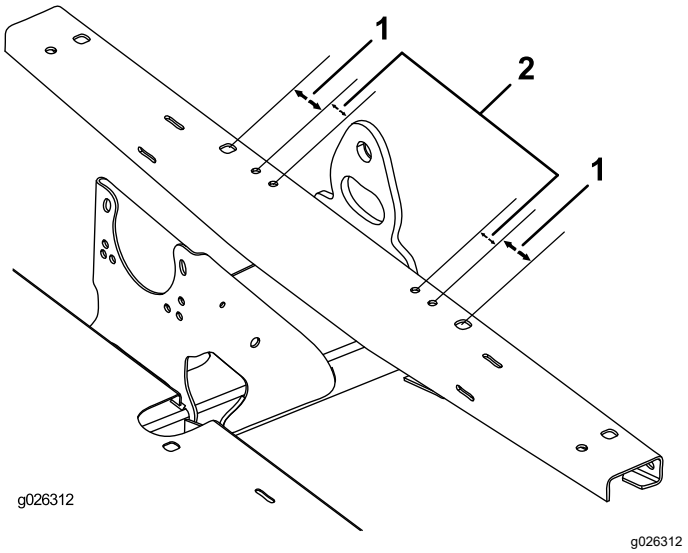

Figuur 8
3. Maak gebruik van de afmetingen die worden getoond in Figuur 8 en markeer en boor 4 openingen (9,5 mm) in de bovenkant van het framekanaal.